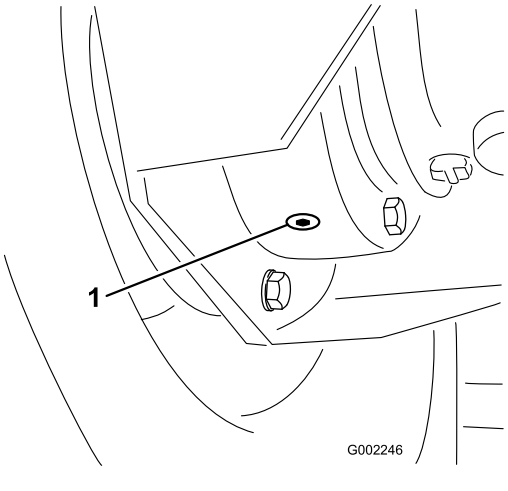

Рисунок 81
4. Поместите поддон под внутреннюю пробку сливного отверстия и снимите ее (Рисунок 81).